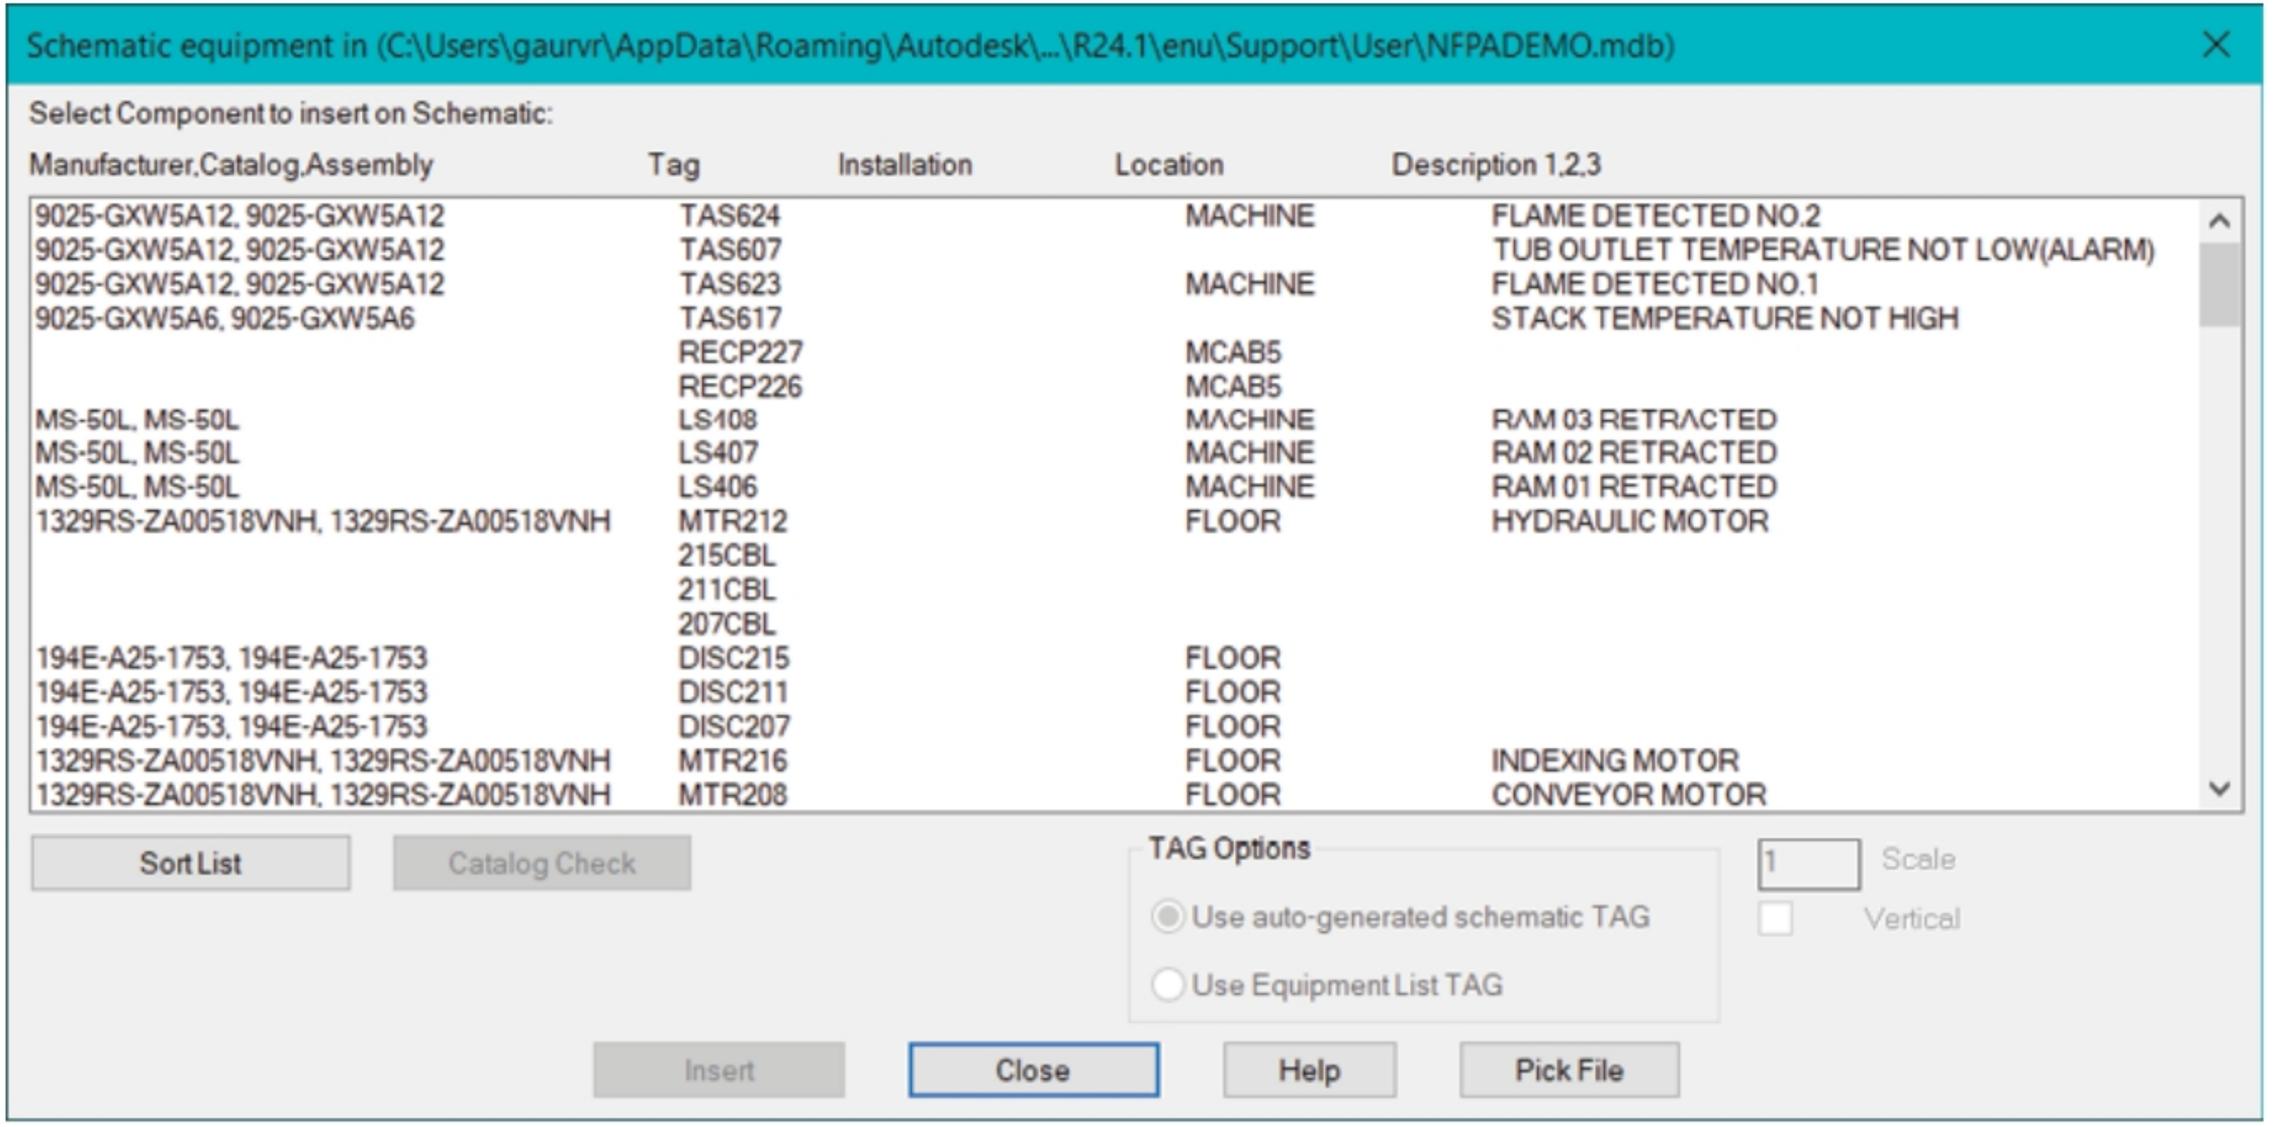

Figure-38. Schematic equipment in dialog box
- Change the data category of the columns as per the requirement by using the drop-downs in this dialog box. After modifying the category, click on the **OK** button from the dialog box. Click on the **OK** button from the **Settings** dialog box. The **Schematic equipment in** dialog box will be displayed; refer to Figure-38.